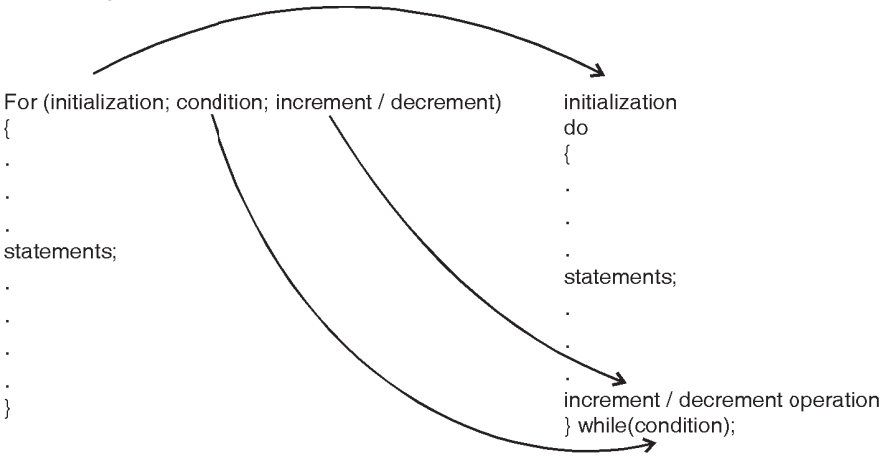

Fig. 4.9.1(b) : Implementation of a do-while loop related to for loop
- You will note (in Fig. 4.9.1) that the initialization statements are removed outside the loop, the condition is in the brackets associated with the while part and increment decrement are to be inside the loop at the end so as to implement a similar operation as that in the for loop.